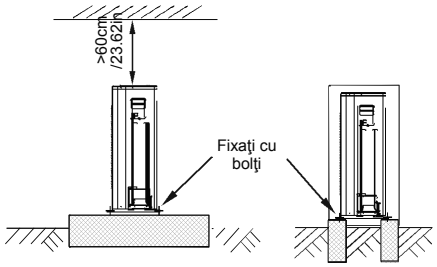

Fig.6-15
- Realizaţi o fundaţie de beton conform specificaţiilor unităţilor de exterior.*(Consultaţi Fig.6-15)*
- Fixaţi picioarele acestui aparat ferm cu bolţi pentru a preveni căderea în caz de cutremur sau vânt puternic.*(Consultaţi Fig.6-15)*